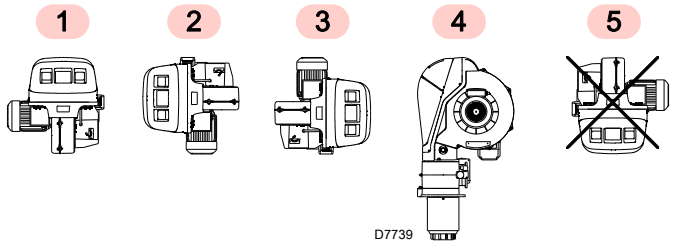

图 14
- ➤ 燃烧器设计为仅能安装在位置 **1**, **2**, **3** 和 **4** (图 14)。